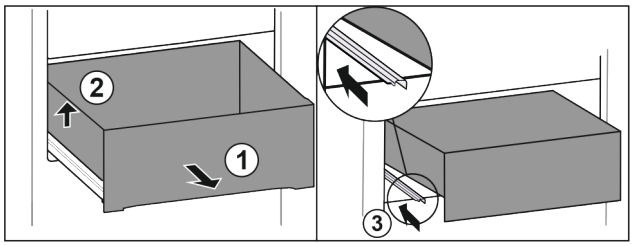

Fig. 127
- ▶ Scoateți sertarul până la opritor. *Fig. 127 (1)*
- ▶ Ridicați sertarul din stânga. *Fig. 127 (2)*
- ▶ Inserați șina din stânga. *Fig. 127 (3)*